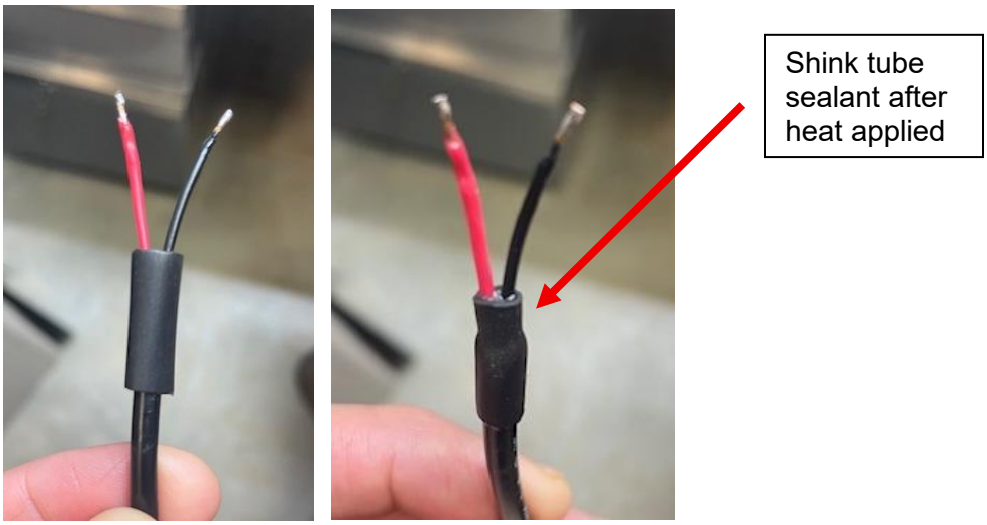

Figure 21 (before and after heat applied)
17. Slide the heat shrink tubing over the cables, overlapping with some of the black sheath (reference Figure 21)